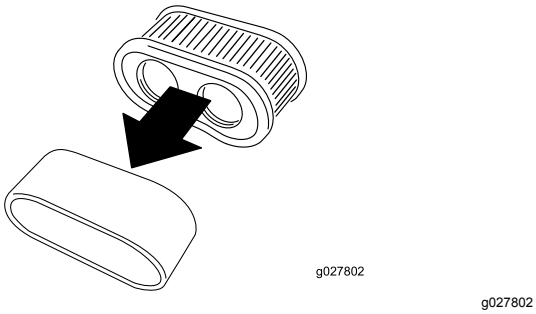

Figure 29
5. Sortez l'élément en mousse de l'élément en papier (Figure 29).